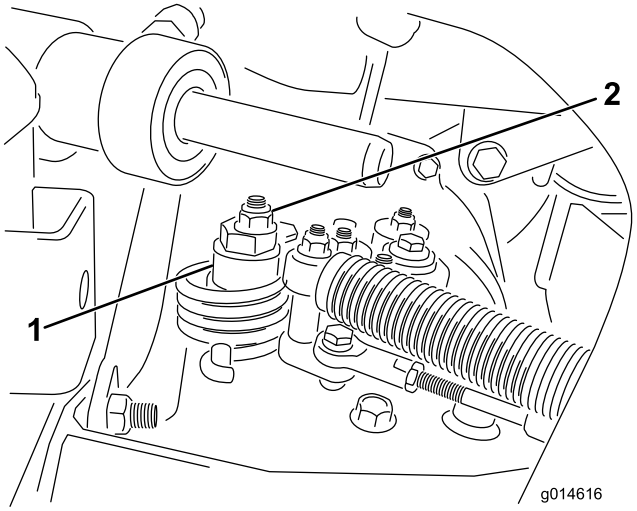

Figur 48
A. Løsn møtrikken, der fastgør den excentriske bolt til den øverste del af hydrostaten (Figur 48).
C. Drej den excentriske bolt, indtil der ikke forekommer krybning i nogen retning. Når hjulet holder op med at dreje, skal den møtrik, der låser den excentriske bolt og justeringen, tilspændes (Figur 48). Kontroller indstillingen med gashåndtaget i positionerne langsom og hurtig.